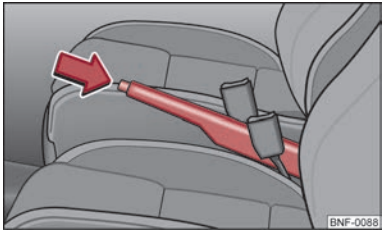

Fig. 60 Centre console: Handbrake
– Pull the handbrake lever up slightly and **at the same time** press in the locking button ⇒ Fig. 60.